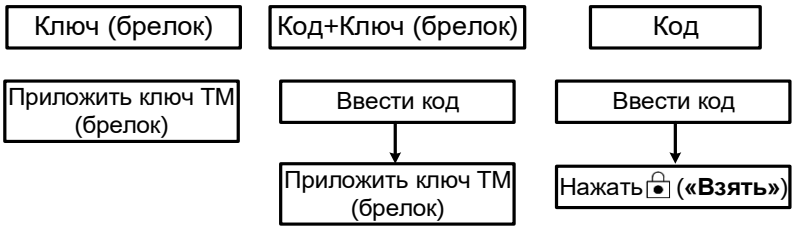

Рисунок 24 – Постановка под охрану без выбора ШС
– Если необходимо поставить под охрану все ШС без выбора, следует (см. рисунок 24):